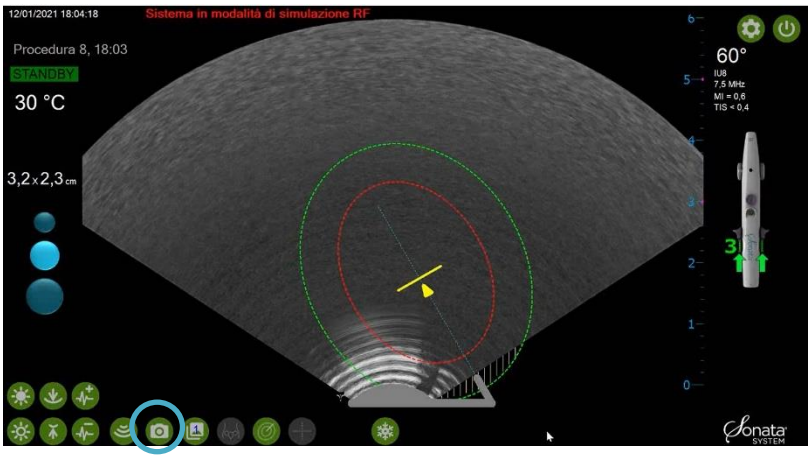

Figura 6-14. Cattura fermo immagine
- Fare clic sull'icona Cattura fermo immagine (vedere la Figura 6-14).